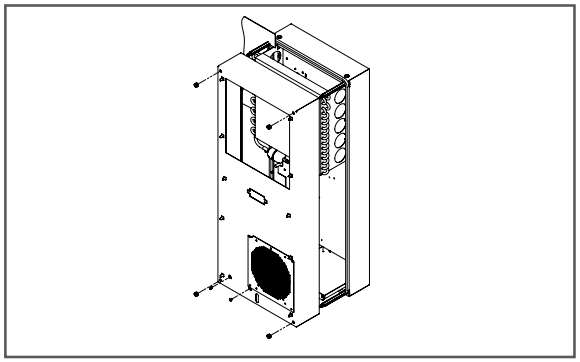

Figure 6
9. Poussez la partie arrière de l'armoire dans le gabarit de montage, puis fixez-la à l'aide des quatre entretoises (voir la Figure 6, à la page 9).